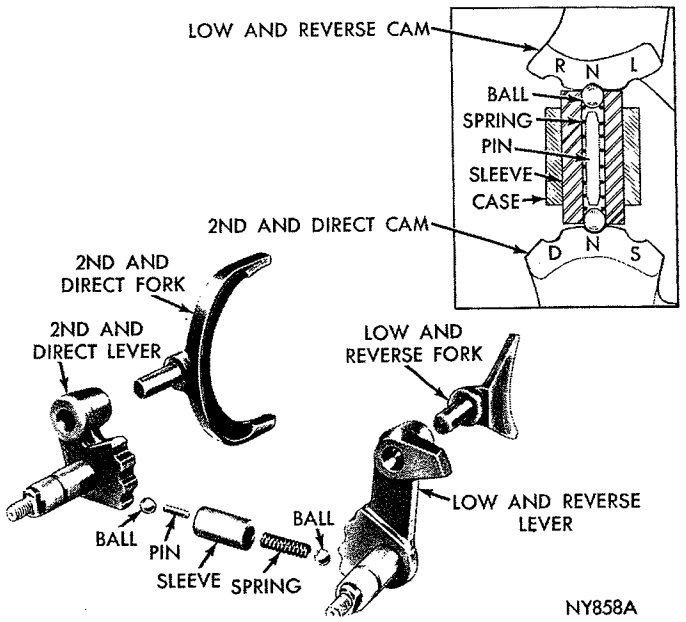

*Fig. 23—A-903 Shift Forks and Levers*
(1) Remove operating levers from their respective shafts.
(2) Drive out tapered retaining pin from either of the two lever shafts, then withdraw levershaft from inside the transmission. (The detent balls are spring loaded; as shaft is being withdrawn, the ball will drop to bottom of the case.)
(3) Remove interlock sleeve, spring, pin and both balls from the case (Fig. 23 or 24). Drive out remaining tapered pin, then slide lever shaft out of the transmission.
(4) Using a suitable drift, drive out lever shaft oil seals.
To install gearshift mechanism, refer to (Fig. 23 or 24), then proceed as follows:
(3) Install synchronizer clutch gear on the mainshaft. Install synchronizer clutch gear snap ring in the mainshaft groove. Make certain ring is bottomed all way around in the groove.
(4) Measure clearance between clutch gear and 2nd speed gear. Clearance should be .004 to .014 inch. End play in excess of .014 inch may cause 2nd speed gear "Jump out."
(5) **A-903:** Install 2nd and direct fork in lever shaft with offset toward rear of transmission (Fig. 23).